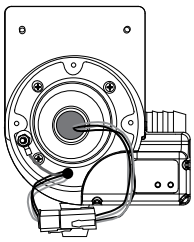

FIGURE 2
2. Once the UV bulb has cooled off remove the CLEAR**RAY** System enclosure cover (2) by removing the four screws (1). This will expose the UV bulb and connections, Figure 2.